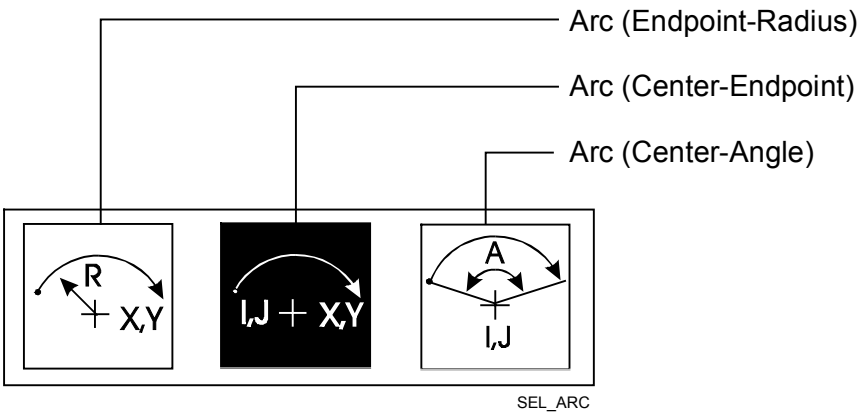

Figure 5-12, Arc Definition Selection Menu
3. Refer to **Figure 5-12**. Select the **ARC (CENTER-ENDPOINT)** template. Press **ENTER**. The Arc (Center-Endpoint) Graphic Menu activates.